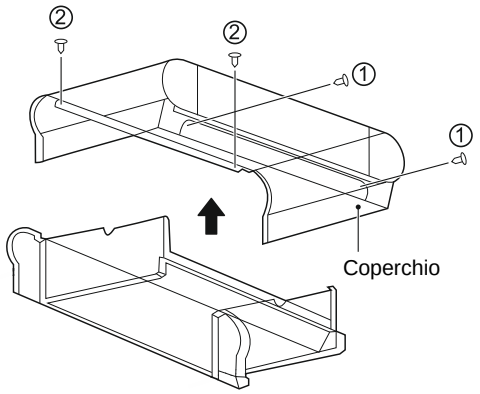

Figura 5-17: Smontaggio del coperchio
1. Come mostrato nella Figura 5-17, svitare le viti ①×2 e ②×2, quindi rimuovere il coperchio.